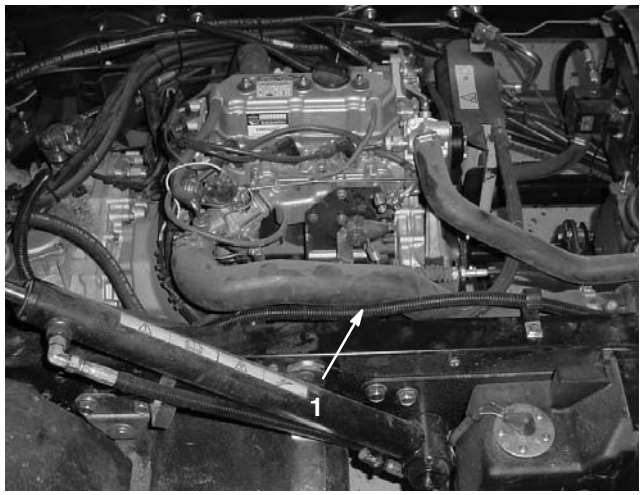

Bild 22
9. Verlegen Sie den Kabelbaum am Rahmenbalken entlang oben zum Getriebe (Bild 22)